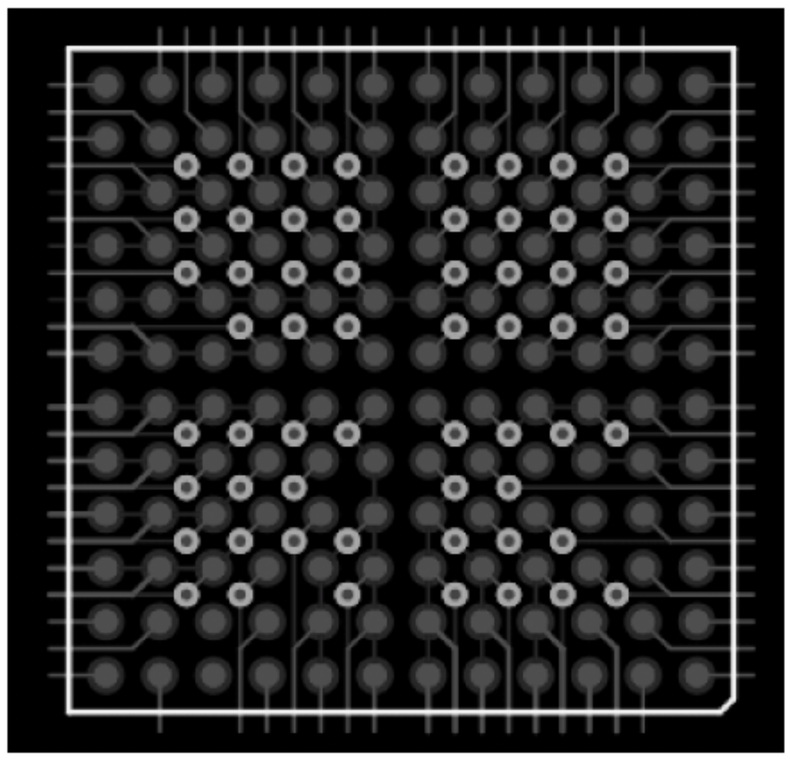

图 1-122　扇出逃逸
③ 扇出完成后包含逃逸布线：扇出并从 BGA 引线出来(此项不建议勾选，因为 GND 和 Power 等线也会被引出来，占据引线空间，这是用户所不希望的)，如图 1-122 所示。
④ Cannot Fanout using Blind Vias：无盲埋孔扇出。